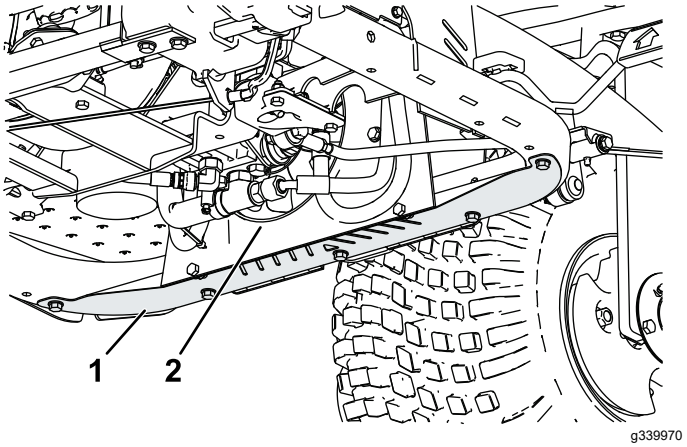

Figur 44
1. Ta bort den nedre skärmen (Figur 44).
2. Använd ett rör och blås in tryckluft mellan fläktbladen (Figur 44) så att du får bort skräp.